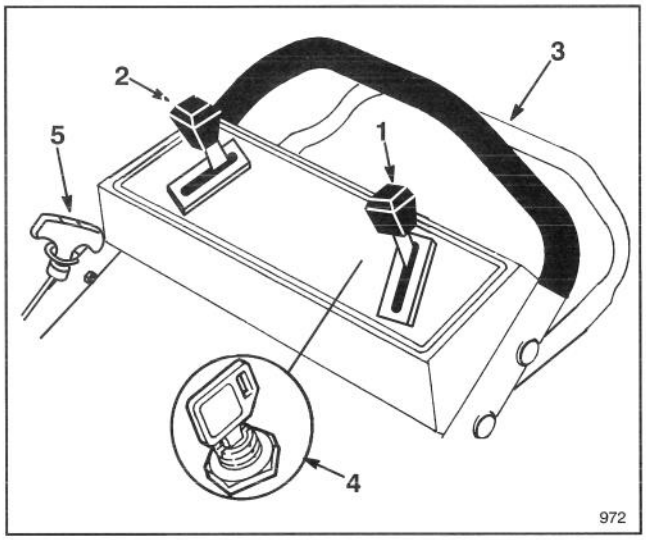

Figure 10
1. CONTROLS—Key switch (electric start model), throttle, ground speed control, control bar and recoil starter are on upper handle (Fig. 10).
5. KEY–LECTRIC STARTING—Turn key to ⚙ (START) and release when engine begins running. When engine starts, remove throttle from ⚠ (CHOKE) and regulate engine speed as desired. If the battery's charge is too weak to start the engine, the engine can be started with the recoil starter (Fig. 10).
7. GROUND SPEED (Fig. 10)—Ground speed varies depending on distance between control bar and handle. The mower has three ground speeds: number "1" is slow, "2" is medium, and "3" is a fast walking pace. Move ground speed control to desired setting. Ground speed can be varied by increasing or decreasing distance between control bar and handle. Lower control bar to slow mower when making a turn or if mower is moving too fast for you. If you lower control bar too far, the mower will stop self-propelling. Squeeze control bar closer to handle to increase ground speed. When control bar is tight against handle, mower will self-propel at maximum ground speed. Move ground speed control to Ⓝ when using the mower for trimming and whenever leaving mower.